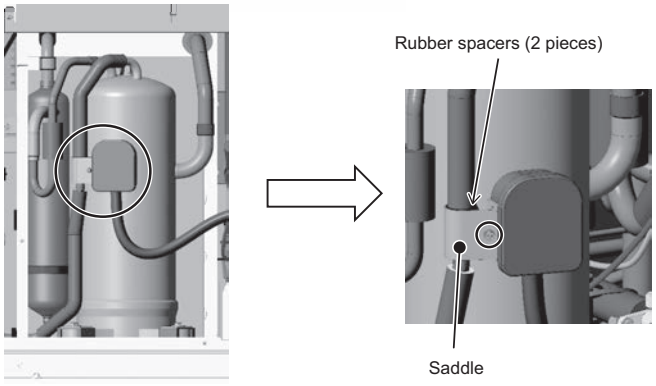

Figure 5
(5) Remove the saddle and the rubber spacers from the compressor by unscrewing the screw. (See Figure 5.) (For EP models only)